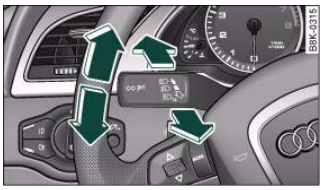

Fig. 57 Turn signal and main beam headlight lever
– Move the lever all the way up to indicate right, or all the way down to indicate left ⇒ fig. 57.